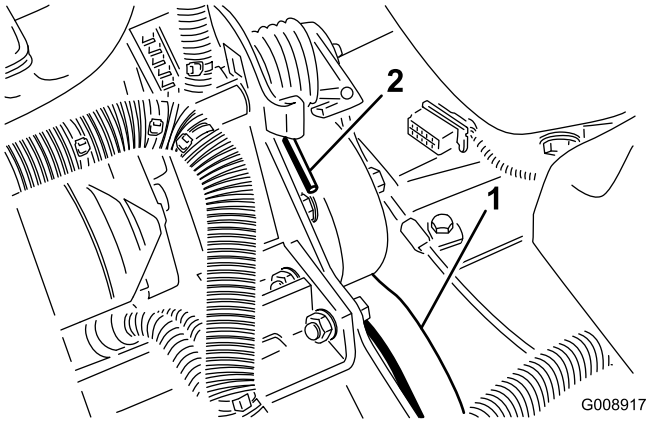

Figura 70
2. Empuje hacia adelante y hacia abajo sobre el extremo del muelle (Figura 70) para desengancharlo del soporte y liberar la tensión.